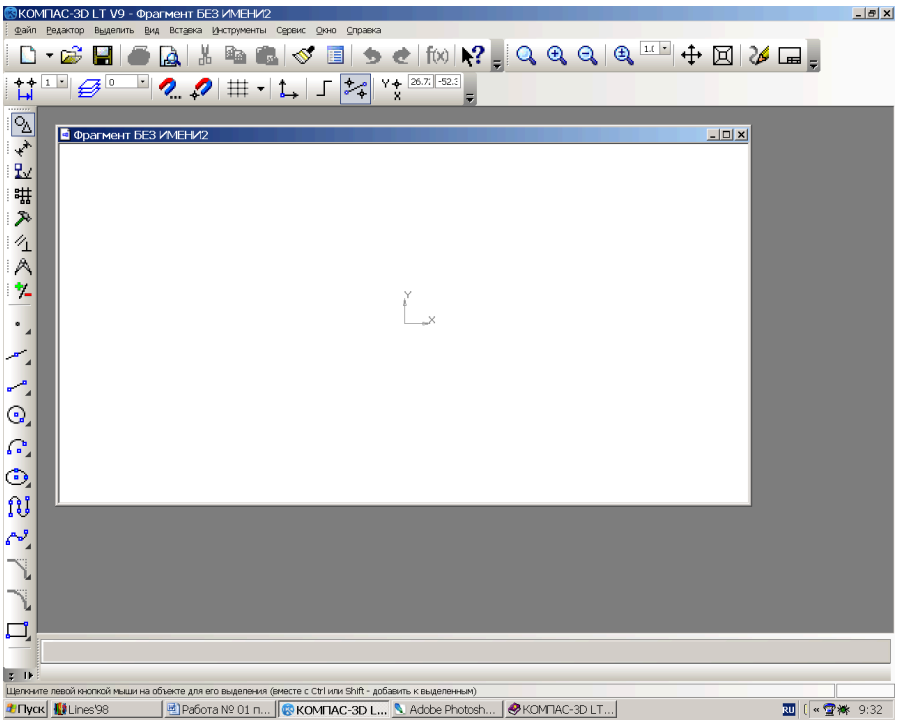

Рис. 1.9. Окно системы после выполнения команды **Крупные значки**.
2.3. Установите флажок **Крупные значки**. Экран системы примет вид, показанный на рис. 1.9.